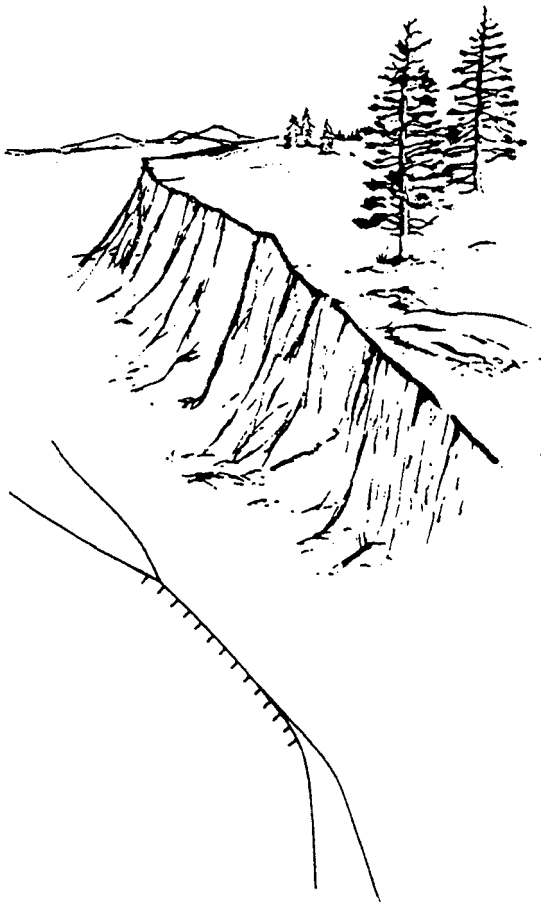

Figure 5-15.—Cliff.
7. CLIFF. A cliff is a vertical or near vertical slope (fig. 5-15). When a slope is so steep that it cannot be shown at the contour interval without the contours coming together, it is shown by a ticked "carrying" contour or contours. The ticks always point toward lower ground.